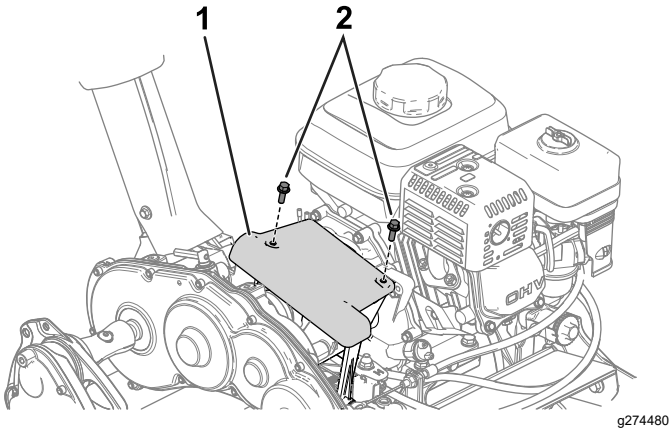

Figuur 29
1. U verkrijgt toegang tot de frictieschijf en de drukplaat door de kap van de koppeling te verwijderen (Figuur 29).